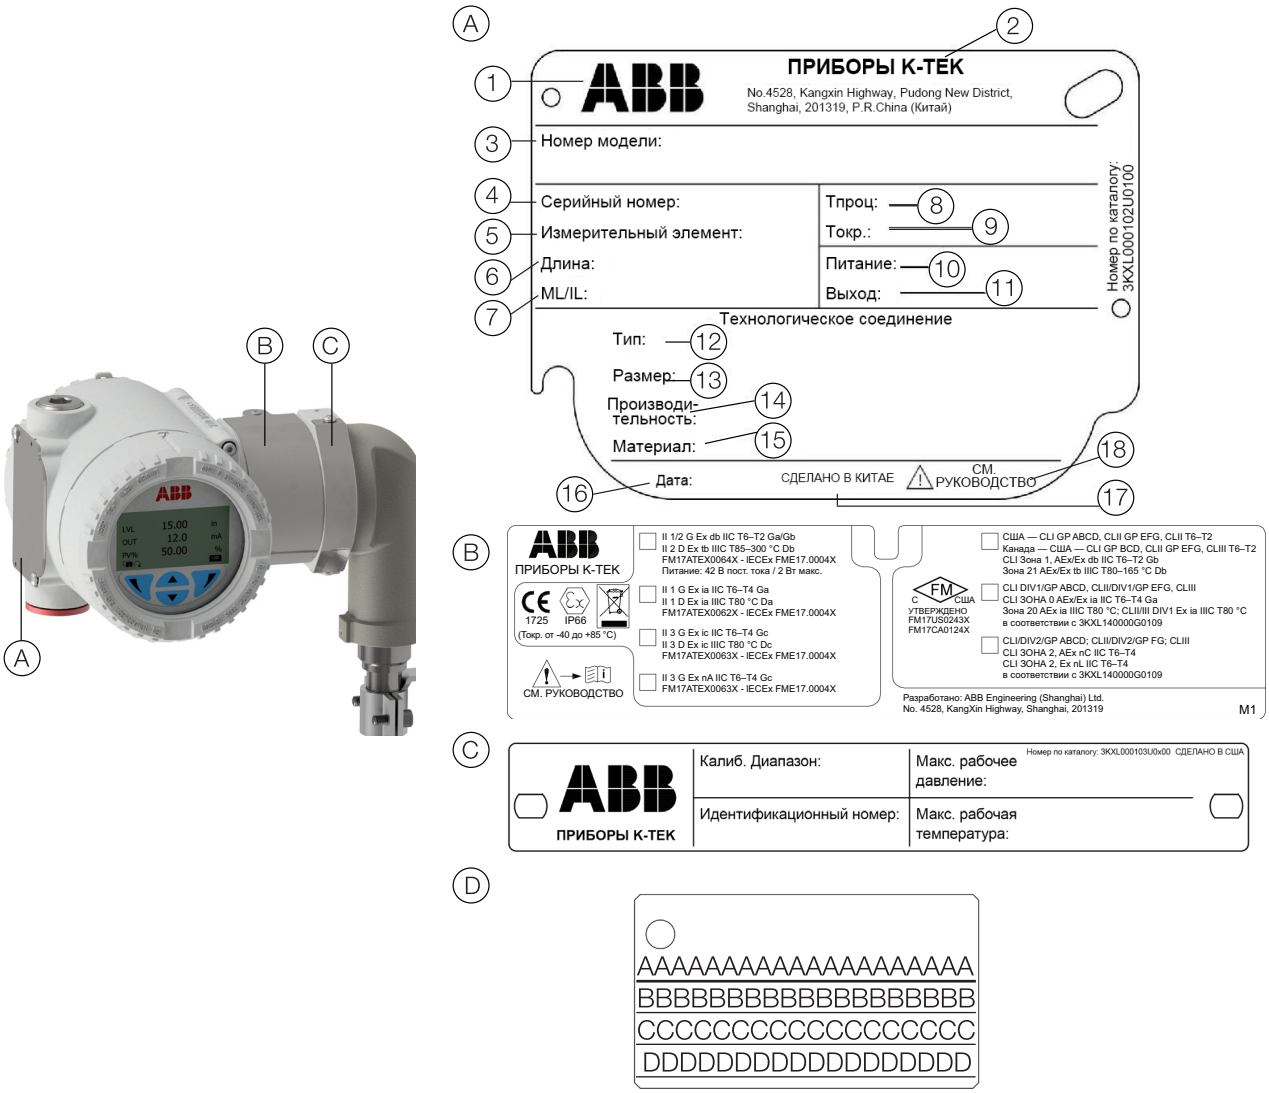

Рис. 1 Фирменные таблички
- Если прибор не предназначен для использования в опасных зонах, то в паспортной табличке необходимо отметить ячейку General Purpose (Общего назначения) (см. рис.1).
(A) В паспортной табличке (см. рис. 1) содержится такая информация, как номер модели, длина зонда, материал сенсора, тип технологического соединения, материал технологического соединения, максимальное давление, параметры электропитания, выходной сигнал, серийный номер, предельные значения температуры рабочей среды и окружающей температуры.